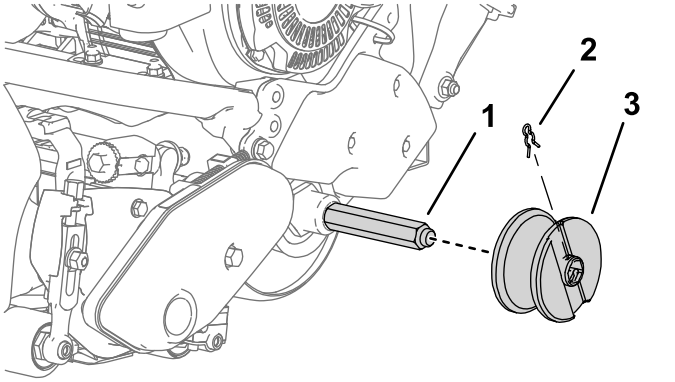

Figura 6
7. Insira uma roda da calha em cada eixo e prenda-a com um clipe de roda (Figura 6).